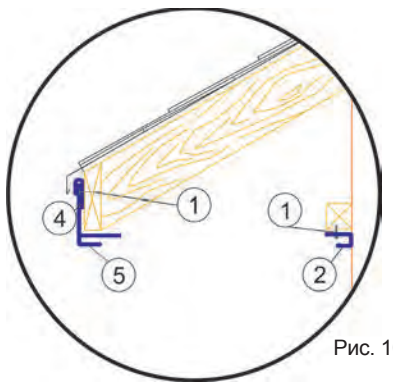

Рис. 10
В финишные планки (4) вставьте F-планки или J- рейки (5) (рис. 10, 11).